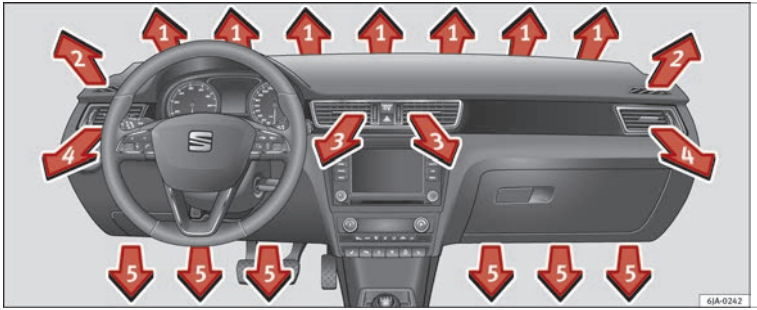
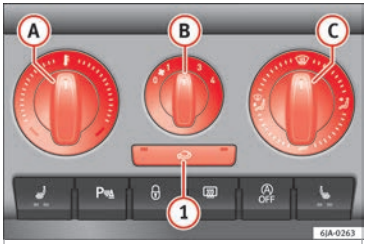

Fig. 168 Air vents
Fig. 169 Heating: controls.
– The air circulation height can be varied by changing the position of the sliding adjuster upwards or downwards ››› Fig. 168.
The flow of air from the vents is controlled using control (C) ››› Fig. 169. Vents **3** ››› Fig. 168 and **4** can be opened and closed individually.
– Turn rotary control (A) ››› Fig. 169 clockwise to increase the temperature.
– Turn rotary control (A) anti-clockwise to reduce the temperature.
– Turn rotary control (B) ››› Fig. 169 to position 1 to 4 to switch the blower on.
– Turn rotary control (B) to position 0 to switch the blower off.
– Press button (1) ››› ⚠ in Air recirculation on page 149 to close the fresh air vent.
– Turn rotary control (C) ››› Fig. 169 to select the air vents ››› page 147, Air vents you wish to activate.
All controls, except control (B) ››› Fig. 169, can be set to any intermediate position.
If the rotary switch (C) ››› Fig. 169 is in the thaw position, the recirculation flap will always be open (button light off).
- Press button (1) ››› Fig. 169, the switch's lamp will light up, indicating that air recirculation inside the vehicle has been activated.